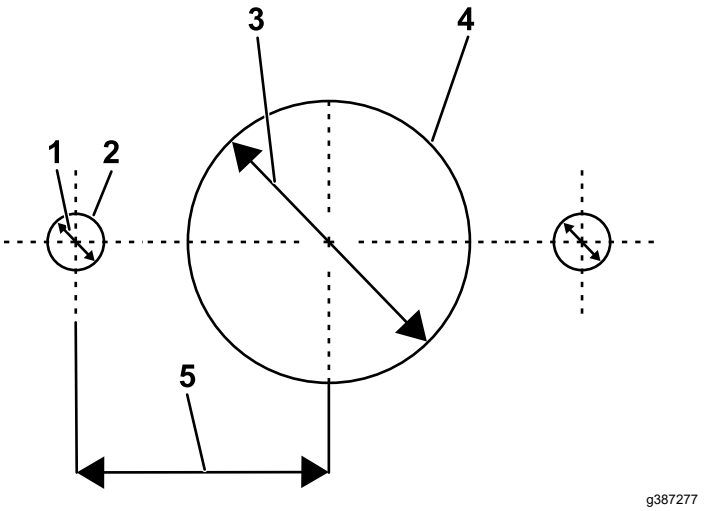

Figura 3
2. Utilizando as medidas mostradas em Figura 3 e o ponto central como referência, perfure três orifícios na seguinte ordem:
Importante: **Certifique-se de que os dois orifícios exteriores estão simétricos em relação ao orifício central (Figura 3).**